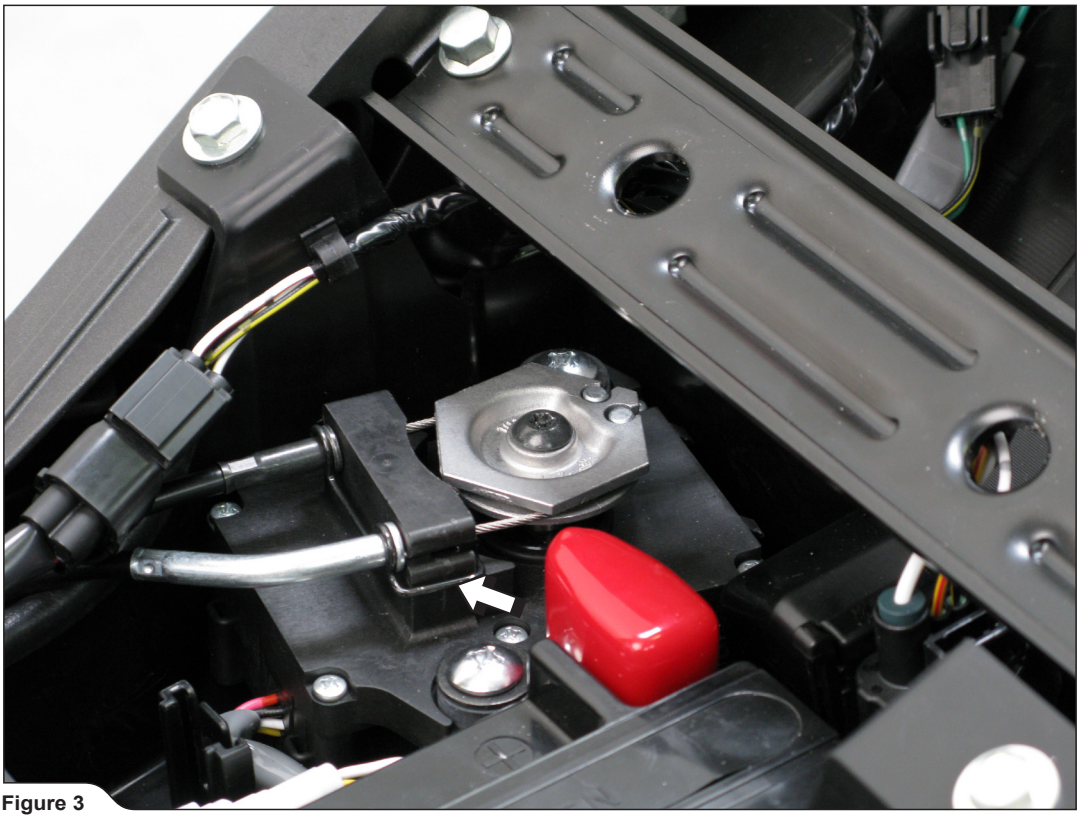

Figure 3
4. Undo the safety pin and remove the exhaust valve cables off the servo motor **(Figure 3, 4).**